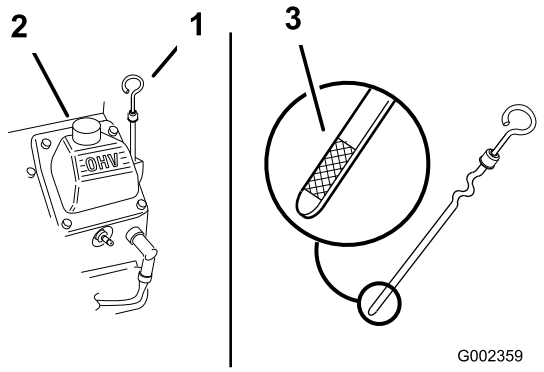

Rysunek 20
3. Oczyść obszar wokół wskaźnika oleju (Rysunek 20), aby brud nie wpadł do otworu napełniania i nie uszkodził silnika.
4. Odkręć wskaźnik poziomu oleju i wyczyść końcówkę (Rysunek 20).
5. Wsuń wskaźnik poziomu oleju jak najgłębiej do otworu wlewu, ale nie wkręcaj go w szyjkę wlewu (Rysunek 20).
6. Powoli wlej około 80% oleju określonego gatunku do szyjki wlewu (Rysunek 20).